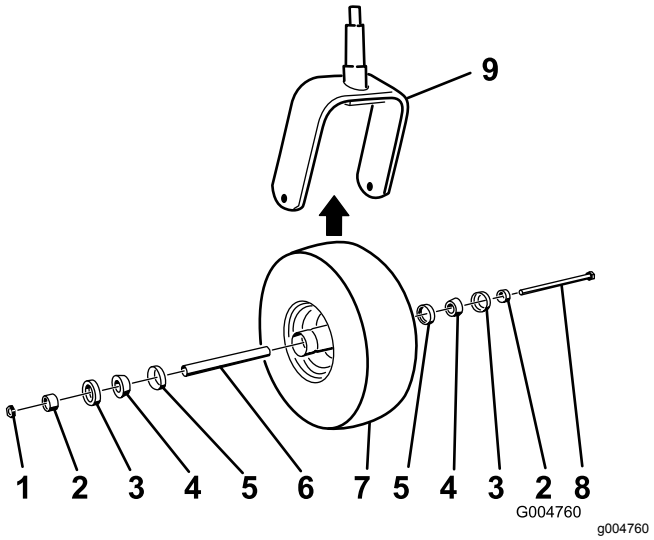

Figur 42
2. Ta bort låsmuttern från skruven (Figur 42).
5. Montera svänghjulet genom att föra in konlagren och packningarna, tätade med fett, i hjulnavet, så som visas i Figur 42.